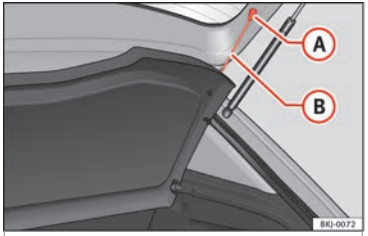

Fig. 140 In the luggage compartment: removing and installing the rear shelf.
- Unhook the loops ››› **Fig. 140** (B) from their hooks (A).
- Attach the fastening loops ››› **Fig. 140** (B) to the rear lid.